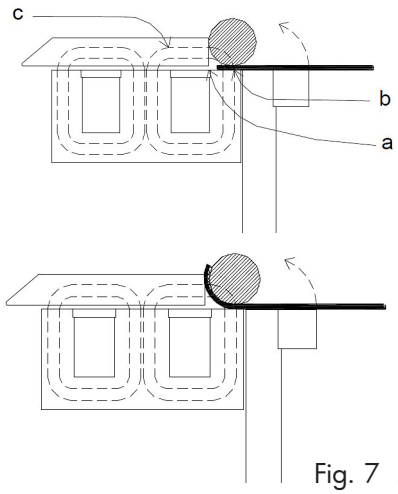

Fig. 7 Pliage arrondi
1. Placez la pièce, la barre supérieure et la barre ou le tube en acier comme sur la figure 7. Veillez à ce que la barre supérieure ne dépasse pas l'avant de la machine (a). Assurez-vous que la pièce ronde se trouve à l'avant de la machine (b). Elle ne peut pas se trouver sur la surface en aluminium. La barre supérieure fournit un chemin magnétique à la pièce ronde.